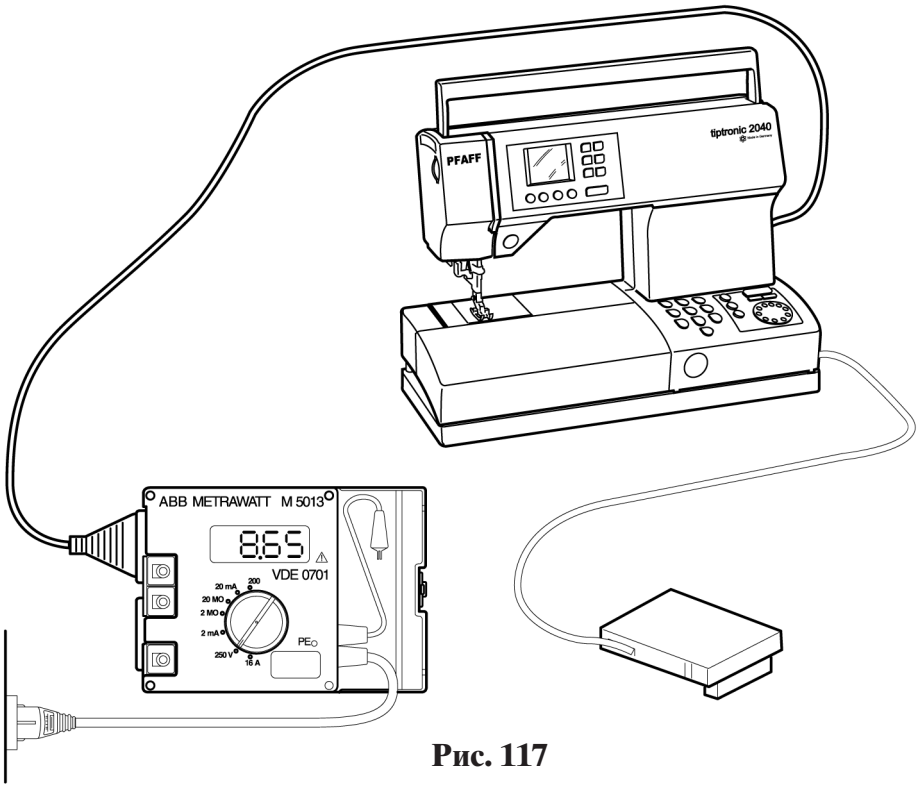

Рис. 117
- Переключатель диапазонов Установите на “20 M Ohm” (рис. 117).